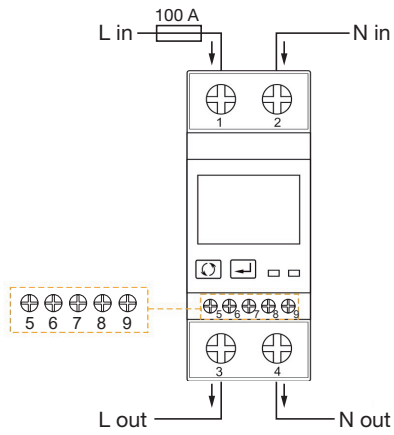

Figure 3. Wiring diagram
- Too high or wrong external back-up fuse (see fig. 3).
- Connect the line inputs to terminals 1-4 as shown in fig. 3. The terminals have 25 mm² connecting capacity.